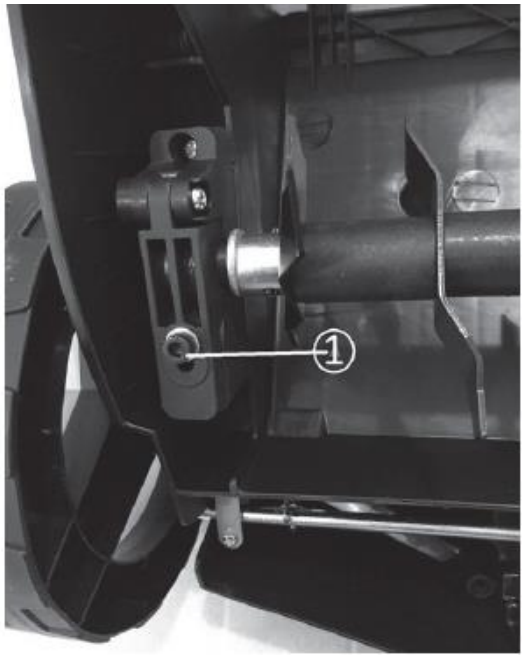

Rys. 14
1. Odkręć śrubę (Rys. 14, poz. 1) znajdującą się pod spodem obudowy. Otwórz plastikową blokadę podnosząc ją na zawiasie.
4. Zamknij plastikową blokadę na zawiasie. Dokręć wcześniej odkręconą śrubę (Rys. 14, poz. 1).